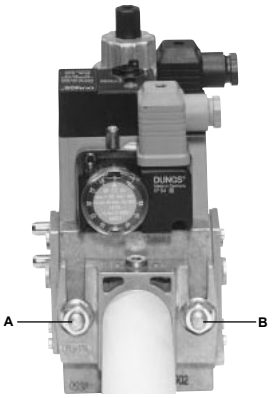
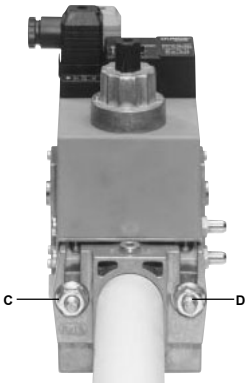
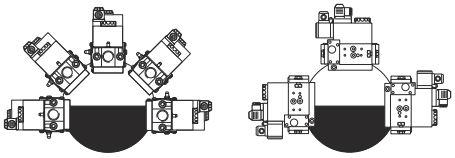

Рис. 3
Рис. 4
Рис. 6
4 согласно ссылки, данной на Рис. 4, закрепить фланец к шпилькам котла с помощью гаек **D**, не затягивая их полностью;
3. Затянуть винты A, B, C и D (Рис. 3 - Рис. 4), (Рис. 6), соблюдая дистанции монтажа (Рис. 6);